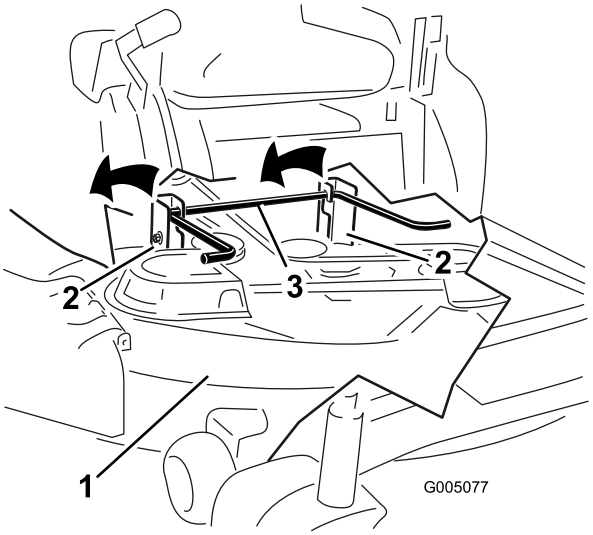

Figuur 66
5. Hef het maaidek en de ophangbeugels op van de achterste hefstang en laat het maaidek voorzichtig neer op de grond (Figuur 66).
5. Hef de achterkant van het maaidek op en leid de ophangbeugels over de achterste hefstang (Figuur 66).